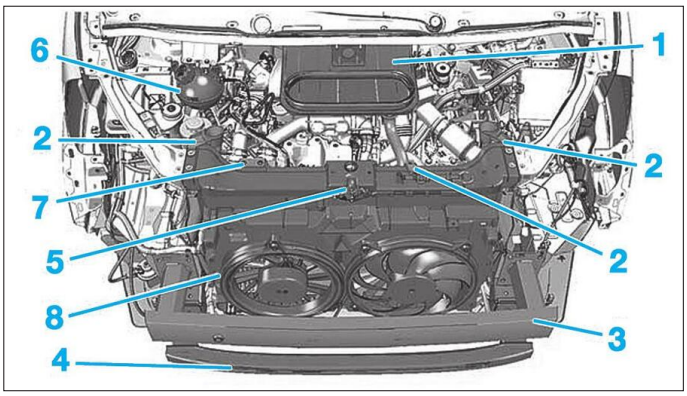

**Fig. 83**
- le boîtier de filtre à air d'habitacle (1) **(Fig.83)**,
• Déposer le support des motoventilateurs (8) **(Fig.83)**.